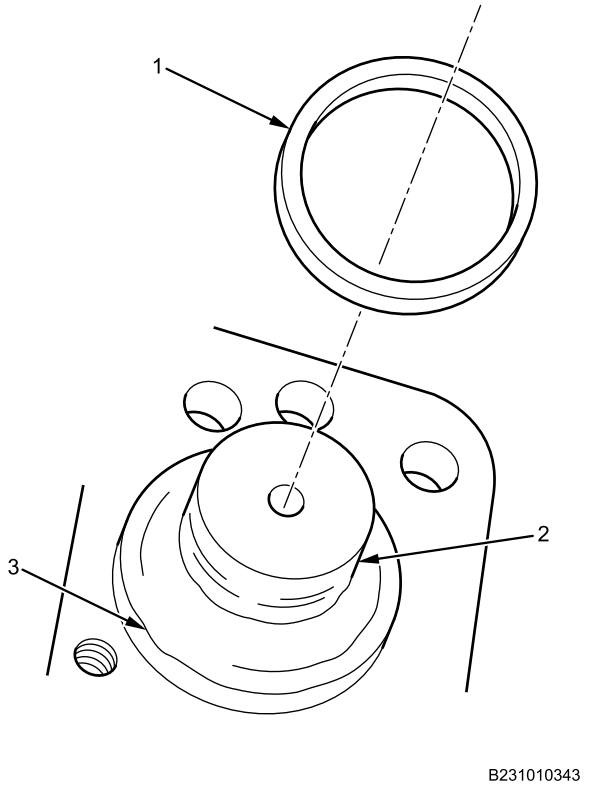

Figure 5. Inspecting Upper and Lower Steering Knuckle Caps.
1. Visually inspect upper and lower steering knuckle cap bearing surfaces (Figure 5, Item 3), and upper and lower king pins (Figure 5, Item 2) for scoring, galling, or displaced metal. Surfaces should be smooth and free from all defects. Replace as necessary.
2. Visually inspect thrust bearing (lower steering knuckle cap only) (Figure 5, Item 1) for scoring, galling, or displaced metal. Surfaces should be smooth and free from all defects. Replace as necessary.